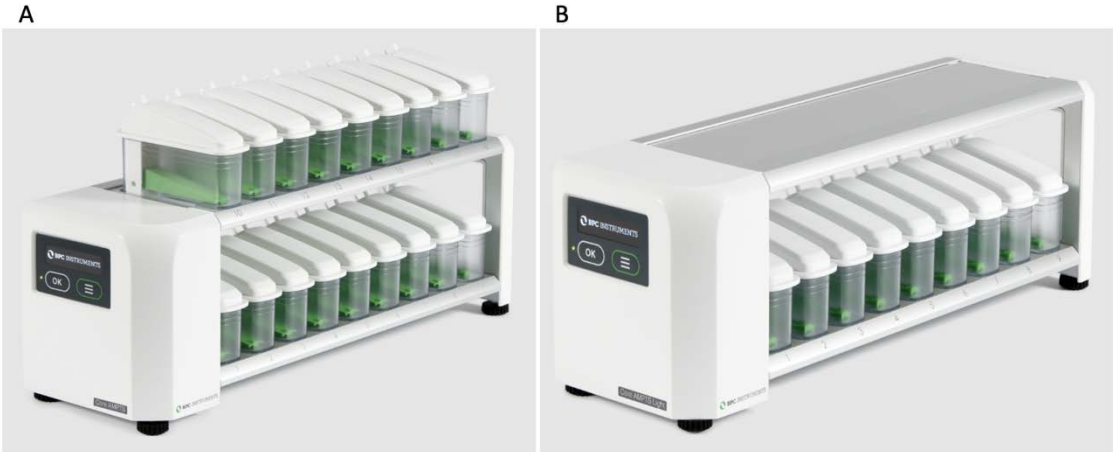

Figure 15. (A) Gas volume measuring device for GE III and (B) GE III Light.
3) **BPC Core Unit (Unit C)**: Here the gas is recorded and processed. The BPC Core Unit consists of 18 or 9 flow cell units for simultaneous gas volume detection from 18 or 9 independently operating reactors (**Figure 15**). Unit C comes with an OLED screen which will display various information, including IP address of the instrument, version of the software, current environmental parameters (temperature and pressure), and alignment indicator. The information can be accessed through two physical buttons located below the screen. The detection unit is equipped with an USB port for software upgrades and possible new applications and a power button.